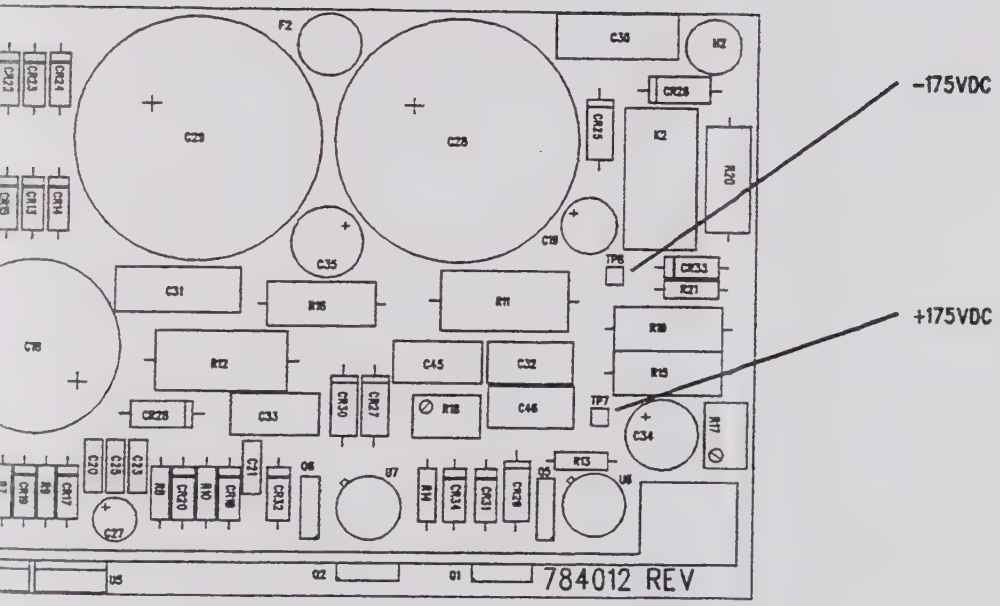

Figure 5-15. Voltage Measurement Points, Main P.S.
2. Turn power on/off switch on (I).
3. See figure 5-15 and use a digital multimeter set to DC and an AC coupled oscilloscope to check the following outputs listed in table 5-9:
8. After RSS has warmed up for at least 10 minutes, see figure 5-15 and use a digital multimeter set to DC and a AC coupled oscilloscope to check that the outputs listed in table 5-10 are within tolerance.